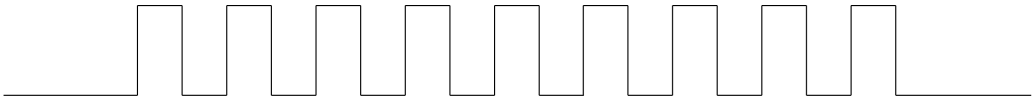

**图 38.5-2. 主机时钟正向波形**
- **场景二：** 主机发送的时钟非自由运行时钟，且其时钟波形如图 38.5-2 所示。
**要求：** 此时主机在输出前需要对原时钟进行取反，将其转换成图 38.5-2 所示的波形。